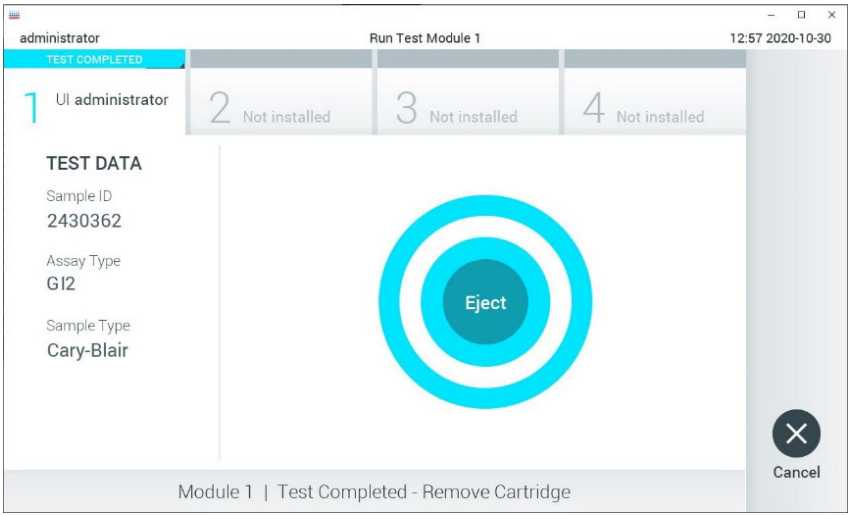

Рисунок 14. Экран Eject (Извлечь)
14. По завершении цикла анализа отобразится экран **Eject** (Извлечь) (рисунок 14) и в строке состояния модуля отобразится результат анализа — один из следующих вариантов: